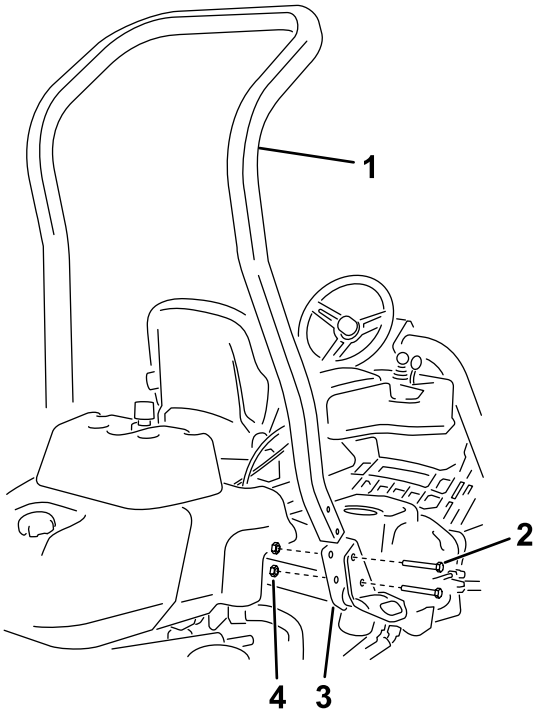

Figur 3
3. Brug 4 bolte (½ x 3¾") og 4 flangemøtrikker (½") til at fastgøre styrtbøjlen i beslagene på hver side af maskinen som vist i Figur 3.